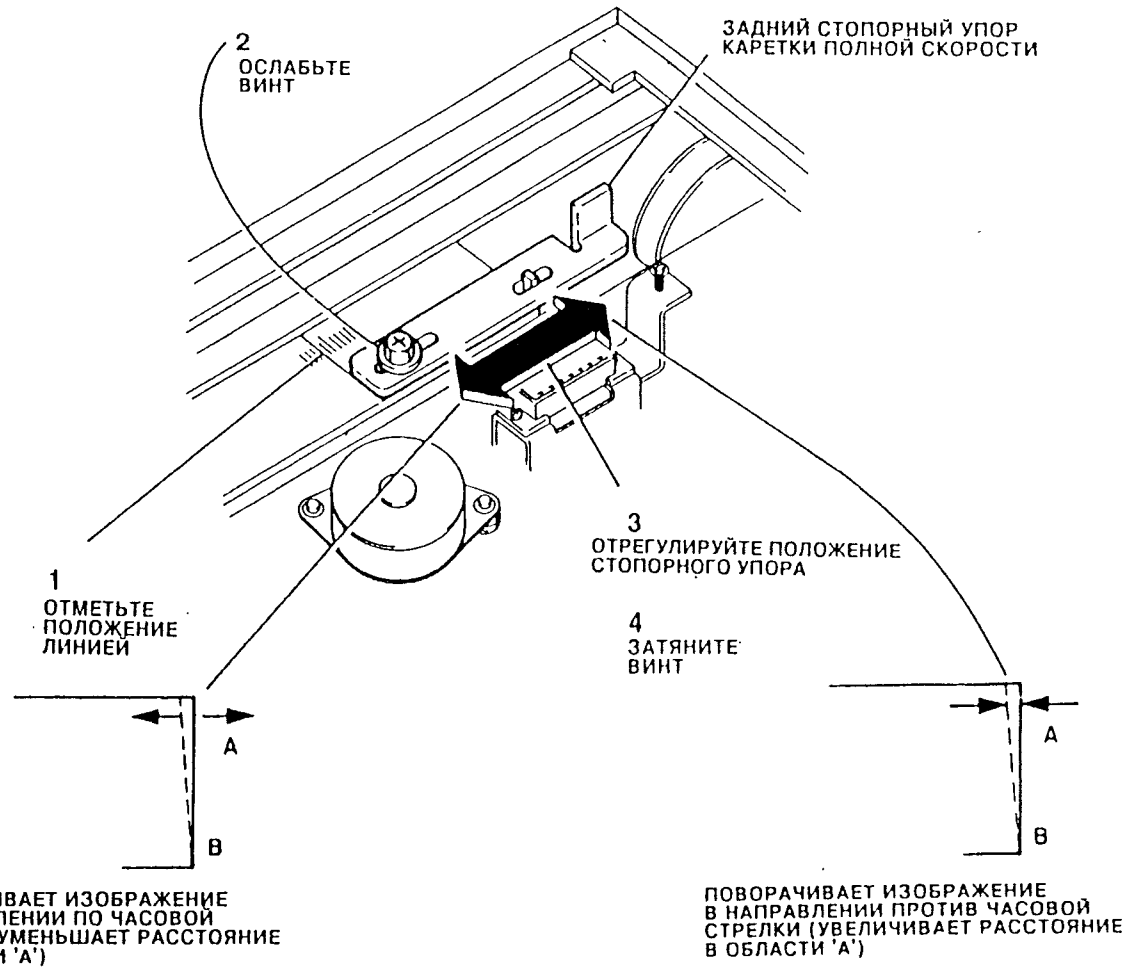

Рис. 2. Регулировка перекоса передней кромки.
2. Отрегулируйте положение заднего стопорного упора каретки полной скорости так, чтобы устранить перекос передней кромки (смотрите Рис. 2).